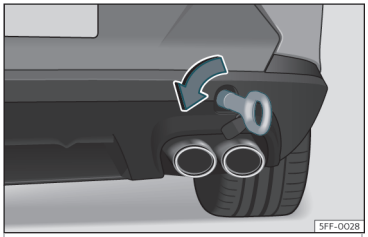

Fig. 46 En el lado derecho del paragolpes trasero: argolla de remolque enroscada.
- Enrosque la argolla de remolque en el alojamiento girándola al máximo **en el sentido contrario al de las agujas del reloj**››› **fig. 46** ›››. Utilice un objeto adecuado con el que pueda enroscar completa y firmemente la argolla de remolque en su alojamiento.